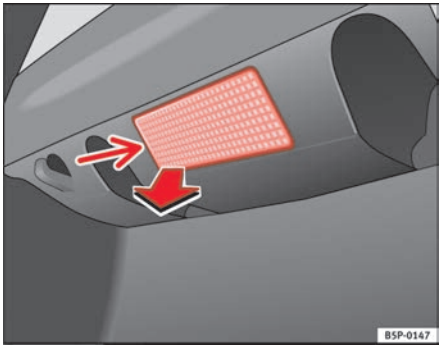

Fig. 198 Luggage compartment light
- Extract the tulip shaped fitting by pressing on the inside edge of this -arrow- using the flat side of a screwdriver ⇒ fig. 198. ▶